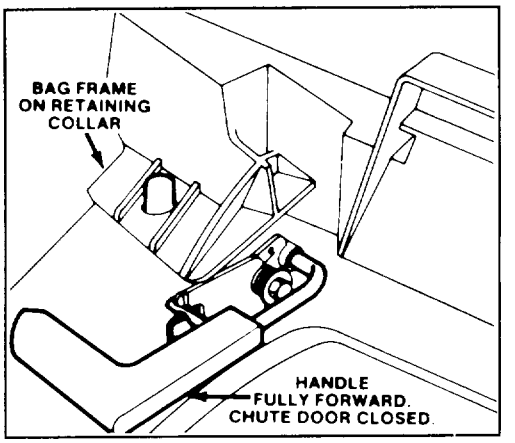

Figure 9
2. Assure discharge door handle is fully forward and pin is engaged in catch (Fig. 9).
3. INSTALLING BAG—Slide hole in bag frame onto retaining post on housing (Fig. 9) and set rear of bag frame onto lower handle.
5. EMPTYING BAG—Stop engine and wait for all parts to stop. Move discharge door handle forward to engage the locking pin with catch (Fig. 9). Grasp handle at front and rear of bag and lift bag off mower. Gradually tip bag forward to empty clippings.